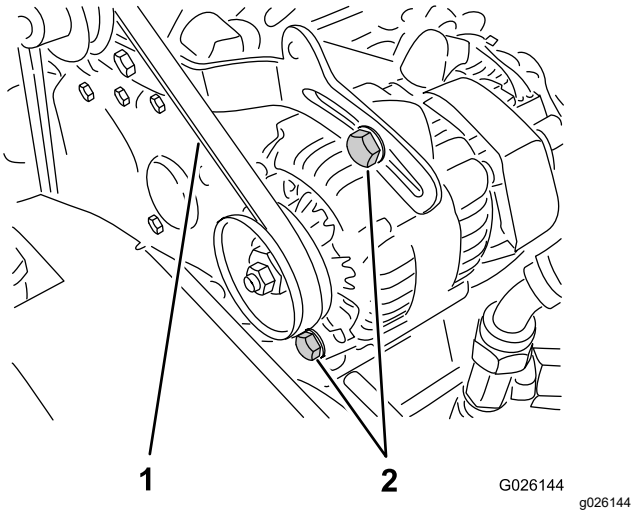

Figur 68
2. Kontrollera spänningen genom att trycka ner remmen mitt emellan vevaxel- och generatorskivorna med en kraft på 10 kg (Figur 68).
A. Lossa de två fästbultarna till generatorn (Figur 68).
B. Vrid generatorn med hjälp av en bändstång tills korrekt remspänning erhålls och dra därefter åt fästbultarna (Figur 68).